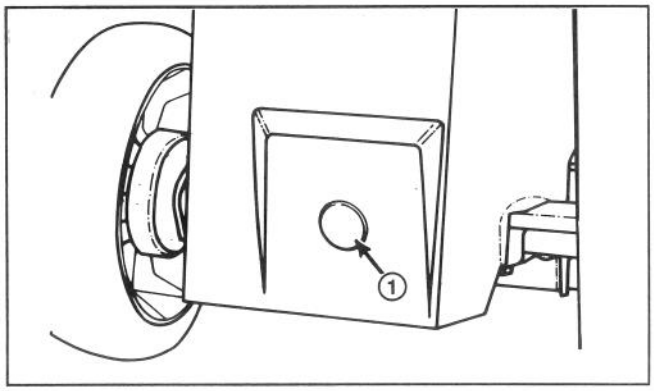

Figure 28
3. Remove plastic access hole plug from rear of mower (Fig. 28).